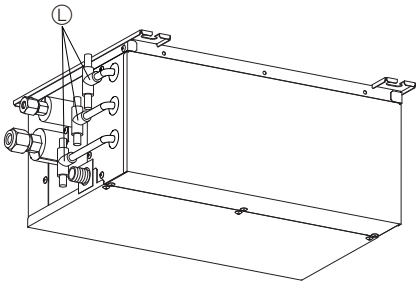

Fig. 9-7
► **Pour partager les câbles de chaque bloc raccordement en 2 embranchements en dehors du boîte de dérivation, utilisez les conduits de câblage à 2 embranchements Ⓛ. (Fig. 9-7)**